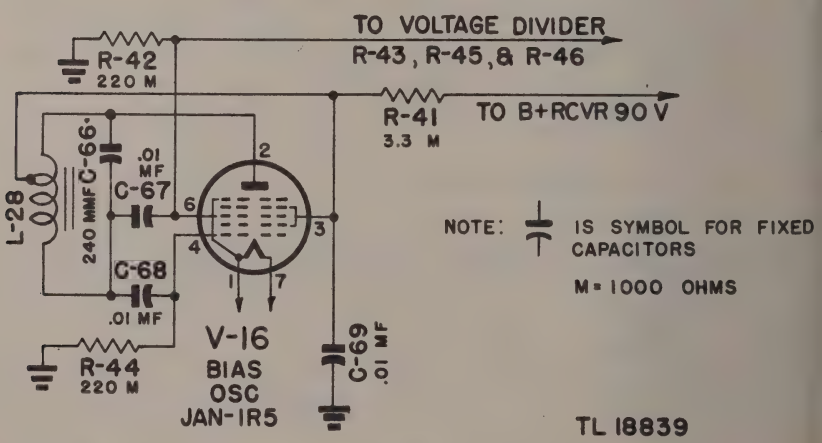

Figure 30. Receiver-Transmitter BC-1335, transmitter bias oscillator.
a. The bias oscillator circuit (fig. 30) consisting of Tube JAN-1R5 (V-16), coil L-28 and various coupling and tuning capacitors, is provided only to supply a negative source of voltage during transmission time. The ocillator tank circuit consists of coil L-28 and capacitor C-66. The injector and control grids are separately coupled to this tank circuit. This tube is operated only when the press-to-talk switch is depressed, thus applying filament voltage to the transmitting tubes. With tube V-16 inoperative, a positive voltage is impressed on the control grid of V-16 through the resistor string R-43, R-45, and R-46 from the plate of d-c amplifier V-17. The separate grid coupling capacitors are provided to isolate this voltage from the injector grid of V-16 and so insure that oscillation will start when the press-to-talk switch is depressed.